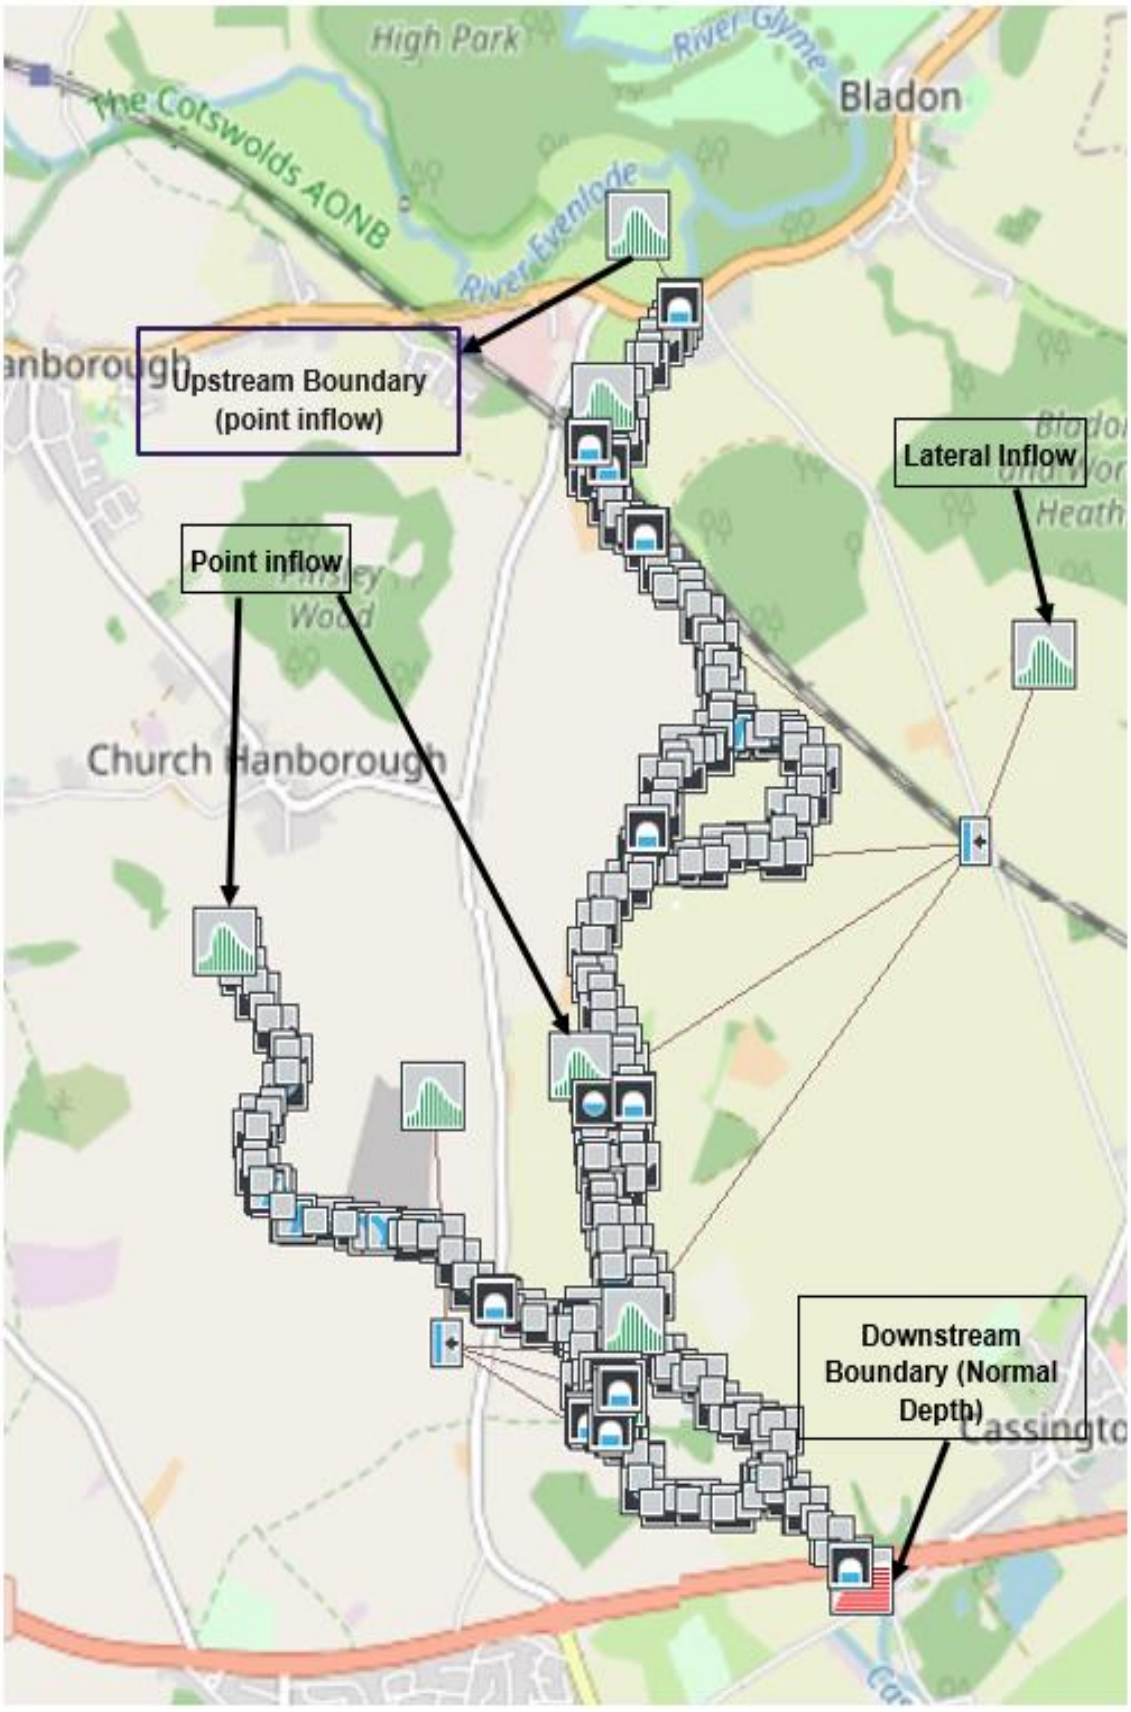

Figure 1.2: Location of 1D model nodes and boundaries
1.4.1 An approximate 13.4 km length of River Evenlode and its tributaries have been represented within the model and can be seen in **Figure 1.2**. The upstream extent is located approximately 76m upstream of the A4095 (main road) and 280m southwards from the confluence of the River Glyne and River Evenlode. The upstream boundary was selected in such a way that the hydraulic influence of the upstream boundary does not impact the site.
1.4.5 The locations at which the point and lateral (distributed) inflows are applied are shown on **Figure 1.2.**